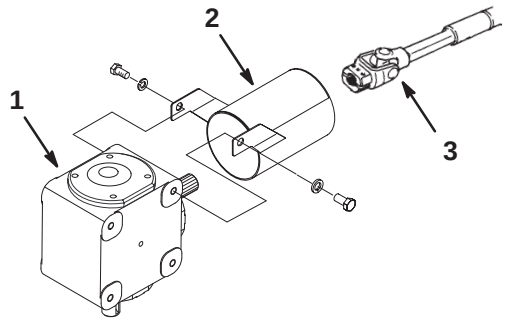

Figure 6
1. Remove (2) capscrews and lockwashers securing PTO guard mounting brackets to gearbox (Fig. 6). Retain fasteners for re–installation.
2. Slide PTO shaft guard onto PTO shaft, positioning guard as shown in figure 6.
6. Re–install PTO shaft guard to gearbox with (2) capscrews and lockwashers previously removed.